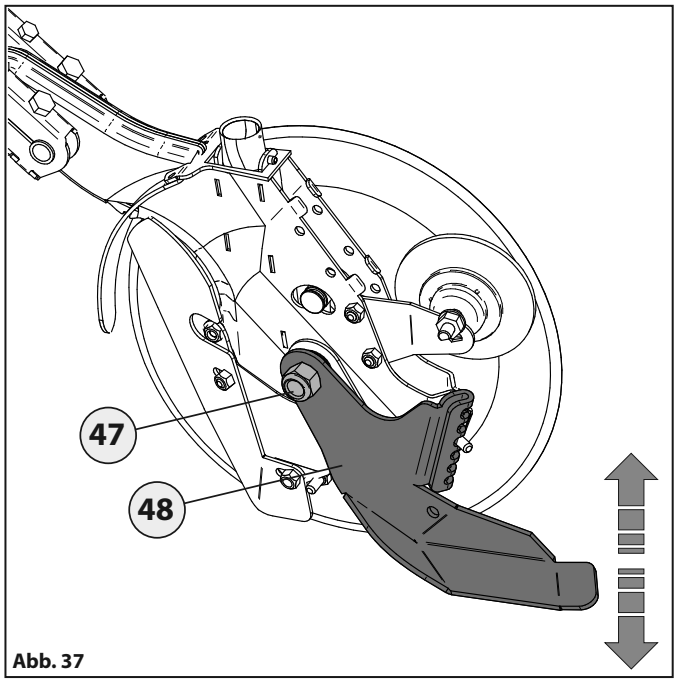

Abb. 37
- Die Mutter **47** „Abb. 37" schließen.